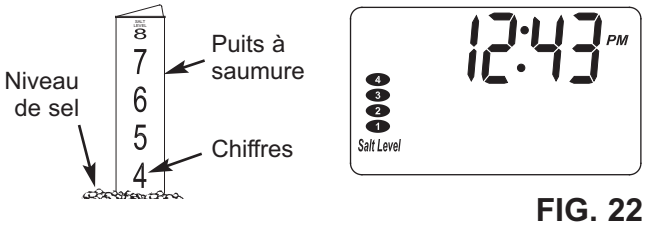

FIG. 22
3. Appuyez sur le bouton SET SALT LEVEL (régler le niveau de sel) jusqu'à ce que les ellipses noires correspondent au niveau de sel (voir la figure 22). Au niveau 2 ou moins, l'indication DEL « Check Salt Level » (vérifier le niveau du sel) s'affichera en clignotant.